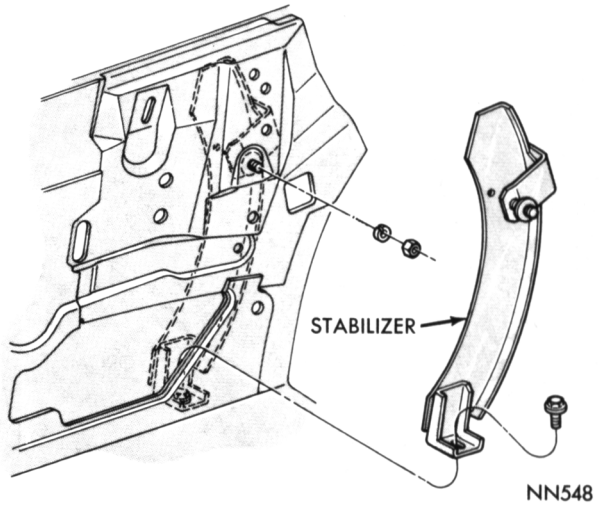

Fig. 44—Quarter Window Stabilizer—Convertible
(1) With door closed lower quarter window 1/4 way.
(2) Adjust upper stabilizer attachment (Fig. 44) until rear of window lightly touches belt line weatherstrip and tighten nut.
(3) Lower window until top of glass is even with or slightly below belt line outer panel. Allow glass to set lower stabilizer attachment in-out position and tighten screw.
The quarter window stabilizer (Fig. 44) is attached to the inner panel at the upper end and to the side sill outer panel and reinforcement at the lower end. The adjusting stud at the upper end allows "in and out" movement to position glass against out belt weatherstrip. The attachment at the lower end also permits "in and out" movement.